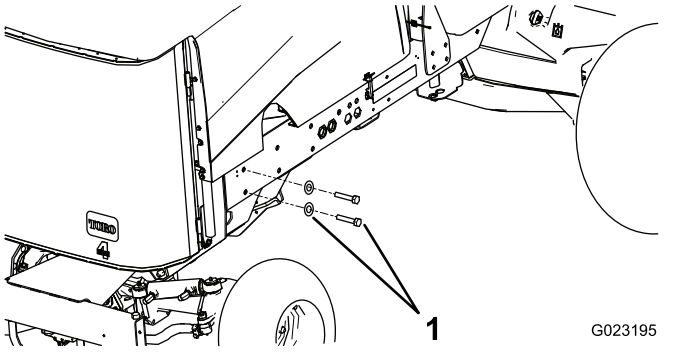

Figura 20
4. Rimuovete i 2 bulloni posteriori e le 2 rondelle dalla guida destra del telaio (Figura 20).